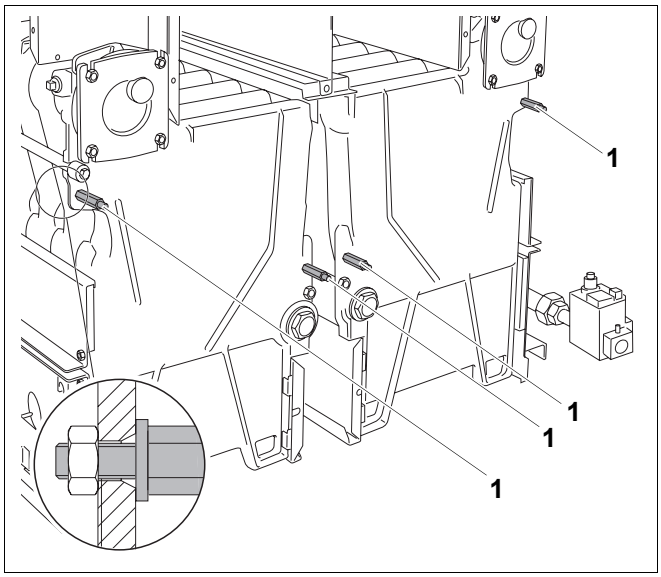
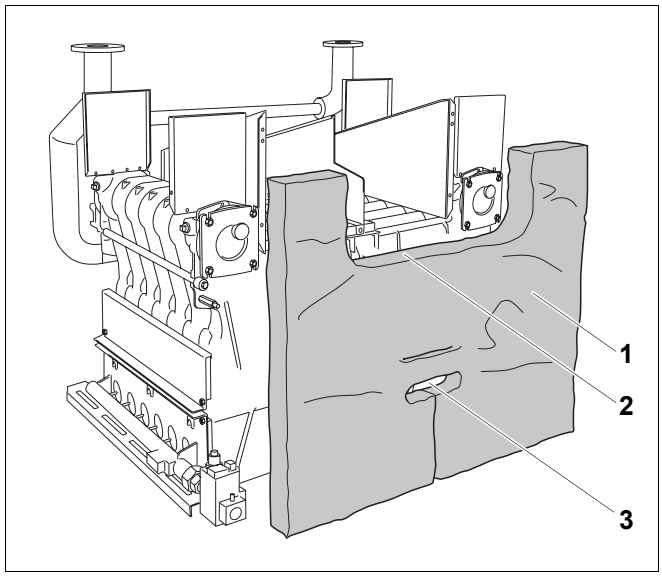

Rys. 46 Wkręcenie trzpieni dystansowych
Rys. 47 Dociśnięcie izolacji cieplnej ścianki tylnej
- Przykręcić cztery trzpienie dystansowe M8 × 75 (rys. 46, **poz. 1**) do ścianki tylnej bloków kotła.
Aby zmontować izolację cieplną ścianki tylnej (rys. 47, **poz. 1**) we właściwej pozycji, należy postępować wg następujących punktów:
– Wycięcie (rys. 47, **poz. 2**) izolacji cieplnej ścianki tylnej musi być ułożone w stronę kolektora spalin.
– Włożyć trzpienie dystansowe (rys. 46, **poz. 1**, strona 38) przez nacięcia w izolacji cieplnej ścianki tylnej (rys. 47, **poz. 1**), tak aby był do nich swobodny dostęp.
– Przez nacięcie dolne (rys. 47, **poz. 3**) musi być swobodny dostęp do dolnych piast kotła.
– Jasna strona izolacji cieplnej ścianki tylnej (rys. 47, **poz. 1**) musi być skierowana do bloku kotła.
- Docisnąć izolację cieplną ścianki tylnej (rys. 47, **poz. 1**) do ścianki tylnej bloków kotła.